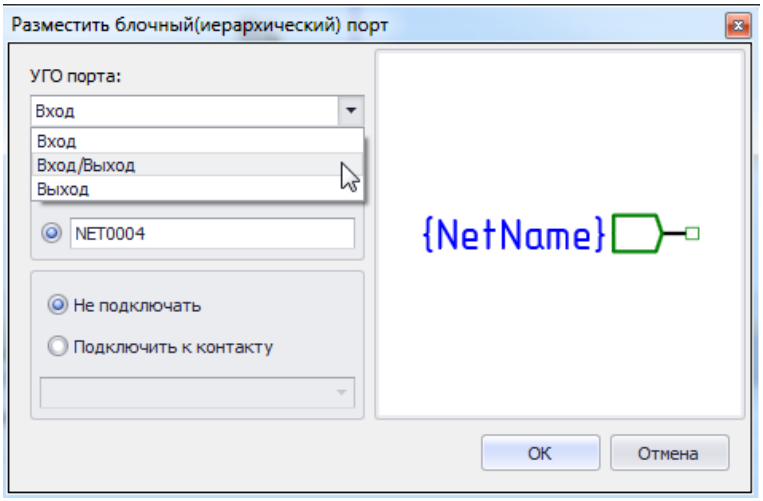

Рис. 582. Выбор обозначения функции создаваемого порта
3. В поле «Обозначение вывода» необходимо выбрать графическое обозначение функции создаваемого порта (вывода УГО блока), см. Рис. 582. Среди обозначений функций доступны следующие обозначения: «Вход», «Выход» и «Вход/Выход» (для обозначения вывода, функционирующего в обоих направлениях).